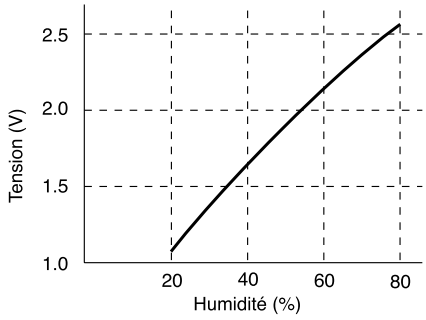

Fig. 5-2
- Depuis la sortie (② broche) du capteur d'humidité, l'impulsion 3 de la ligne 5 V. est fournie de différente largeur en fonction de l'humidité détectée. La sortie d'air lente est faite par le C301 et change en fonction des caractéristiques de tension - humidité comme montré sur la Figure 5-2. Le microprocesseur détecte et contrôle l'humidité en lisant directement cette tension.